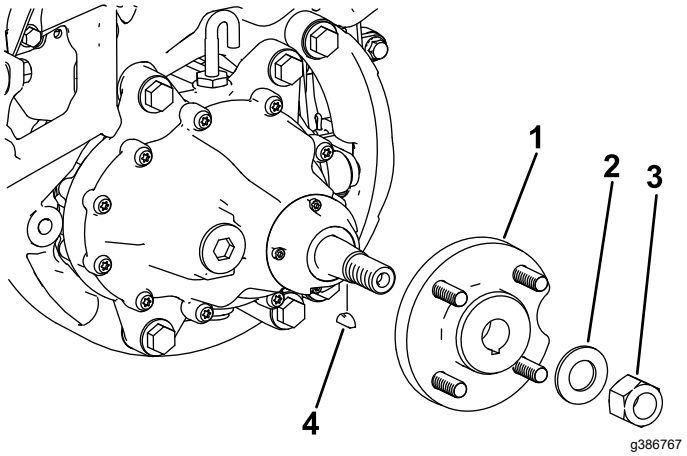

Figur 2
3. Fjern hjulnavet ved å fjerne den tilhørende låsemutteren og skiven (Figur 2).
4. Fjern skivekilen (Figur 2).